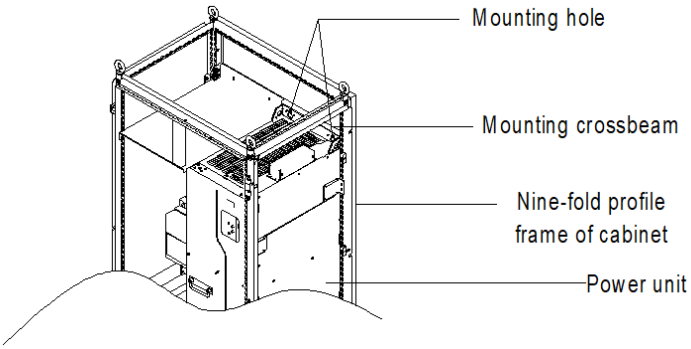

Figure 4-12 Three-dimension view of mounting a K320C 280–500kW VFD in a cabinet
- When mounting a K320C 280–500kW VFD into a nine-fold profile cabinet with the depth of 600mm, you must bend the mounting crossbeam inwards (shown in Figure 4-12) to make use of the space of column, which is not necessary for the mounting into a standard cabinet with the depth of 800mm or greater.